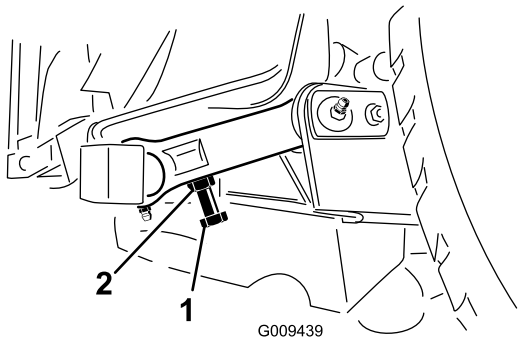

Figura 27
3. Para ajustar la distancia, localice el perno de ajuste del acoplamiento basculante trasero de la unidad de corte (Figura 27). Afloje la contratuerca del perno de ajuste. Afloje o apriete los pernos de ajuste hasta obtener una holgura de 10–16 mm, luego apriete la contratuerca.